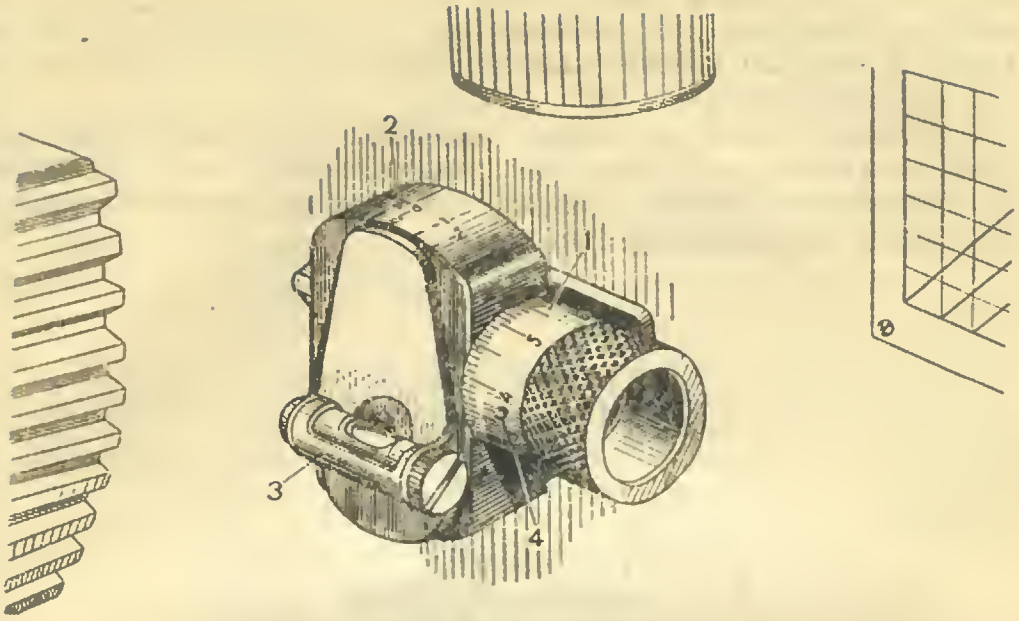

Рис. 71. Боковой уровень:
При помощи этого приспособления осуществляется вертикальная наводка. Углы места цели отсчитываются по шкале на барабанчике уровня *1* (рис. 71), углы прицеливания — по шкале тысячных дистанционного барабана *2*. Деления на шкале тысяч-
3. Если пузырёк не встанет между рисками, ослабить стопорный винт *4* (рис. 71) кольца со шкалой на барабанчике и сдвинуть это кольцо, так чтобы «0» на барабанчике совместился с риской, а пузырёк уровня занял среднее положение между рисками.